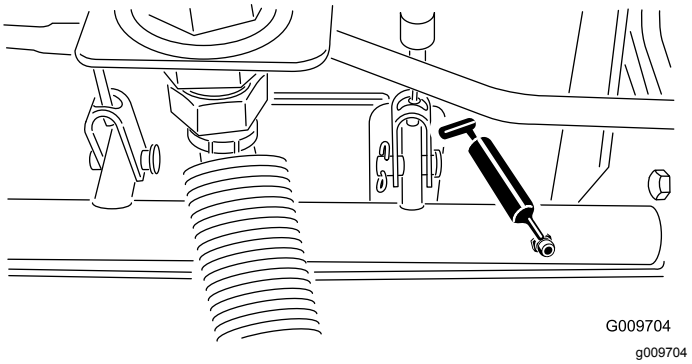

Figur 43
- Bremseakslens pinollejer (5) (Figur 43)